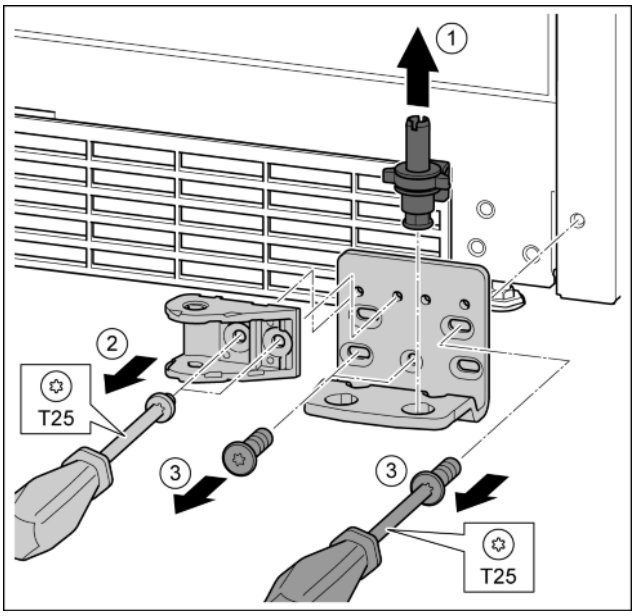

Fig. 35
▶ Sortir complètement l'axe de palier par le haut. *Fig. 35 (1)*
▶ Desserrer les vis avec le tournevis T25 et enlever le joint amortisseur de fermeture. *Fig. 35 (2)*
▶ Desserrer les vis avec le tournevis T25 et enlever le support de palier. *Fig. 35 (3)*